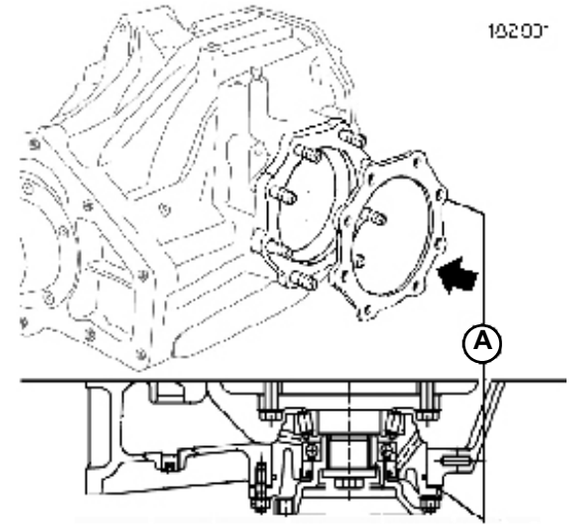

Fig.2
- If this is not so operate on adjusting shim (**A-Fig.2**) as follows: